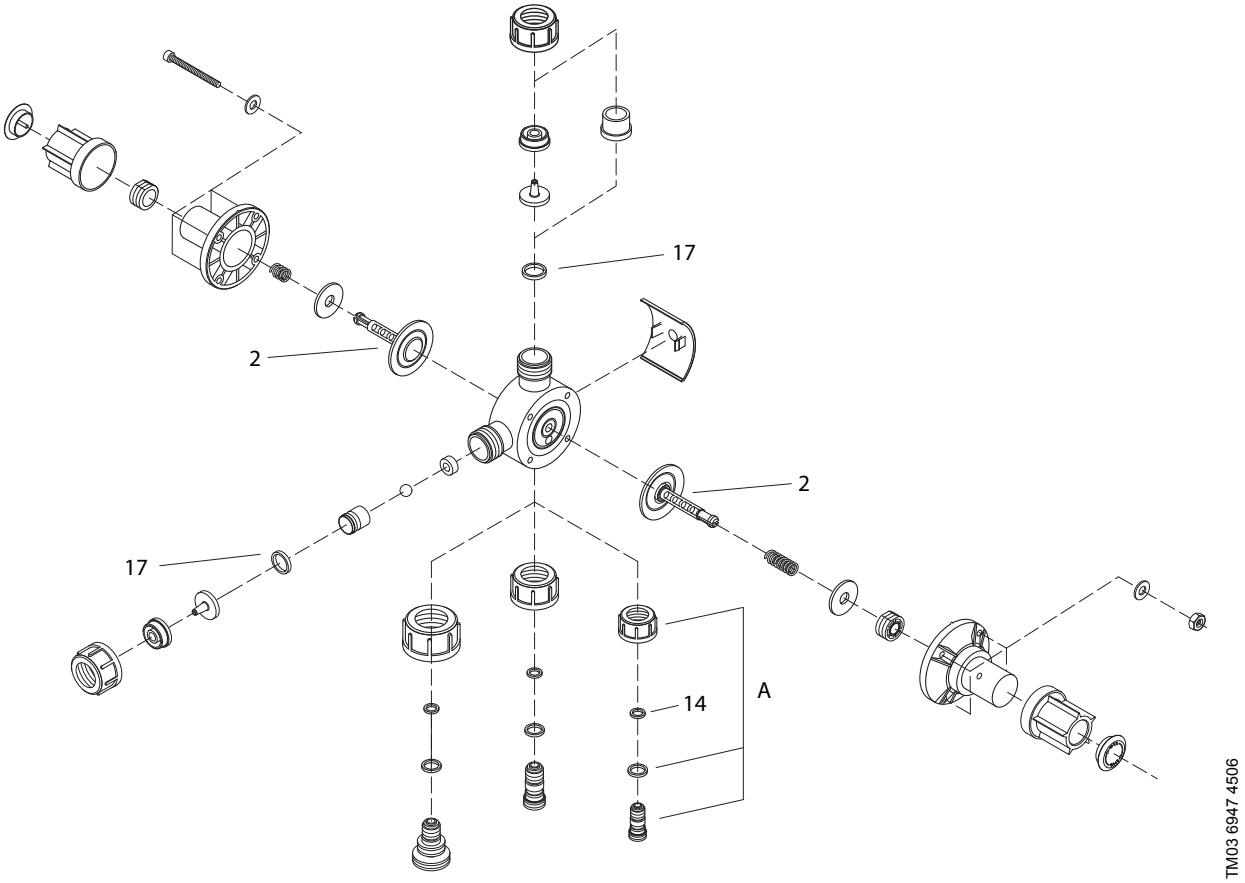

Abb. 41 Multifunktionsventil - zerlegt
3. Untere Anschlussverschraubung (Abb. 41, Pos. A) des Dosierkopfes lösen. ClO_2-Lösung in den Eimer fließen lassen.
4. Auf der Seite des *grünen* Drehknopfs die vier Gehäuseschrauben im Ventilkörper (Abb. 41) lösen.